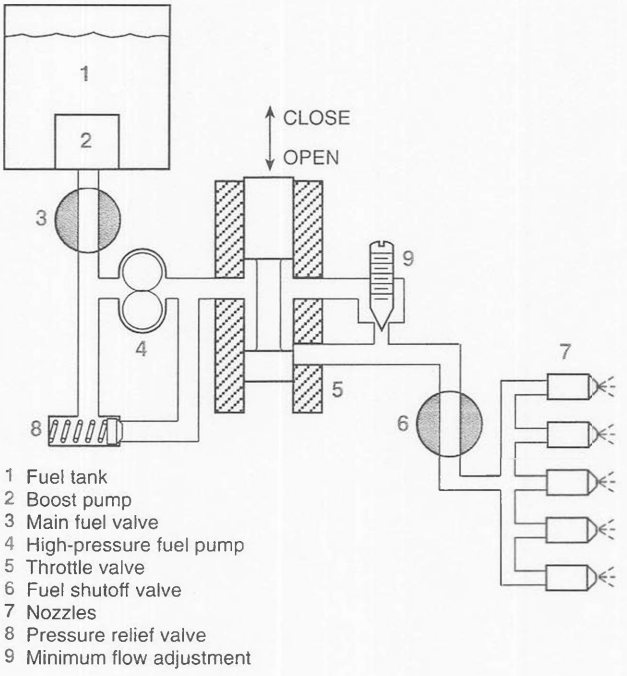

Figure 12-11. *The basic fuel control with the pressure relief valve (8) and minimum flow adjustment (9)*
This basic fuel control can be improved by adding a pressure relief valve (8) around the pump to limit the amount of pressure the pump can produce when the throttle valve is closed. A minimum flow adjustment (9) assures that the nozzles will always receive at least the minimum amount of fuel needed to keep the engine operating under idle conditions. *See* Figure 12-11.